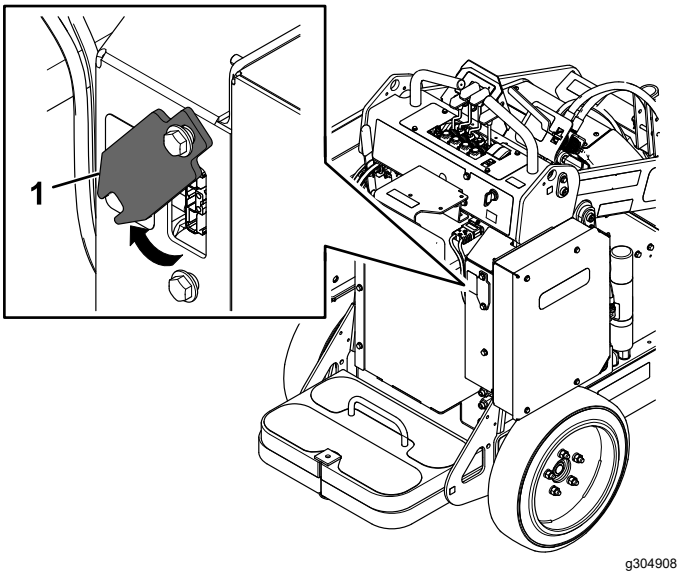

Figur 23
6. Skub opladerdækslet op, og drej det væk (Figur 23).
10. Drej opladerdækslet på plads, og skub det ned over den nederste bolt (Figur 23).